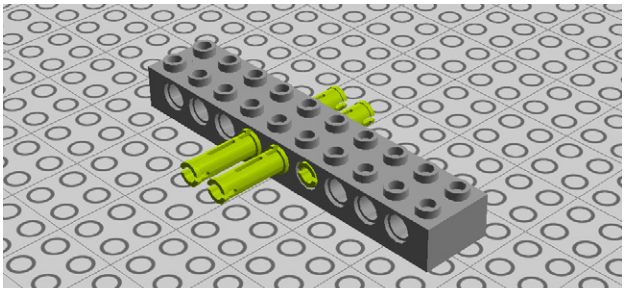

Figure 7-86. *Step 79: Adding pegs*
79. Insert two 3M connector pegs and two regular connector pegs as shown in Figure 7-86.